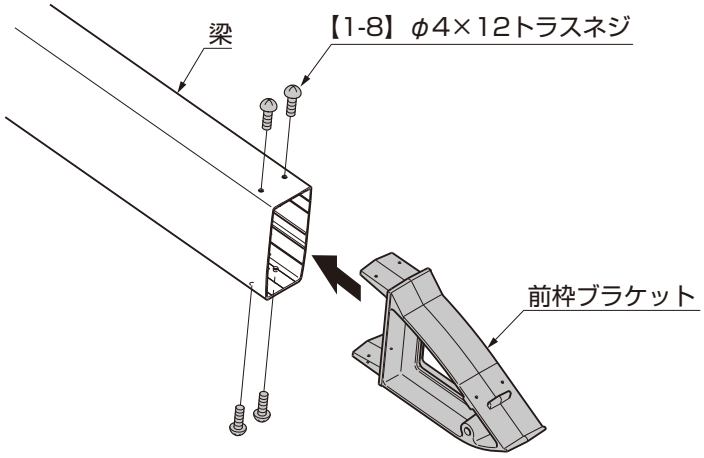

図2-1
①前枠ブラケットを梁に【1-8】で取付けてください。（図2-1参照）